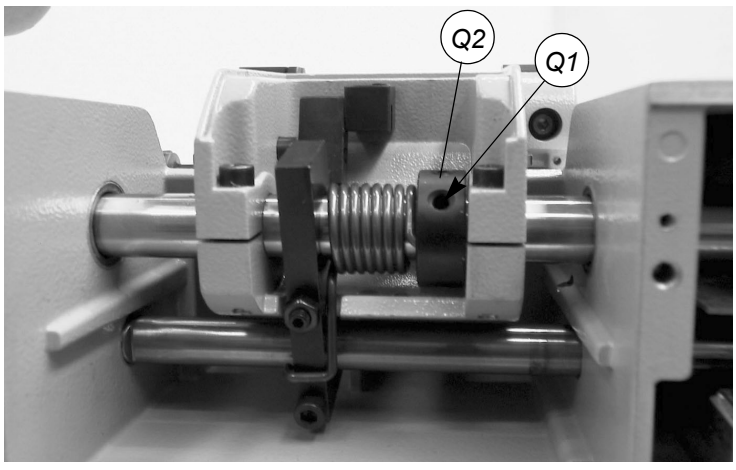

Fig. 49
13) Loosen the grub screw (Q1) on the spring ring nut (Q2) (fig. 49, page 29).